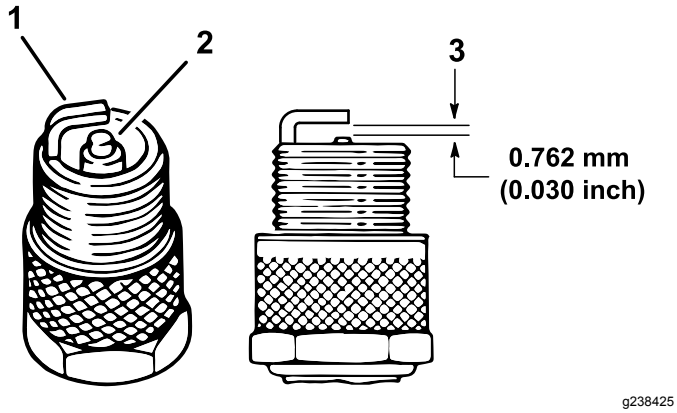

**Figur 46**
4. Kontroller tilstanden til elektroden på siden, elektroden i midten og elektrodeisolatoren i midten for å sikre det ikke er skader (Figur 46).
5. Still inn elektrodeavstanden mellom midten og siden på elektrodene til 0,762 mm, som vist i Figur 46.